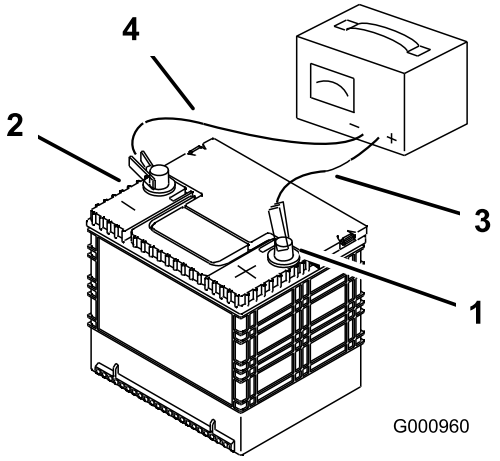

**Figure 55**
2. When the battery is fully charged, unplug the charger from the electrical outlet, then disconnect the charger leads from the battery posts (Figure 55).